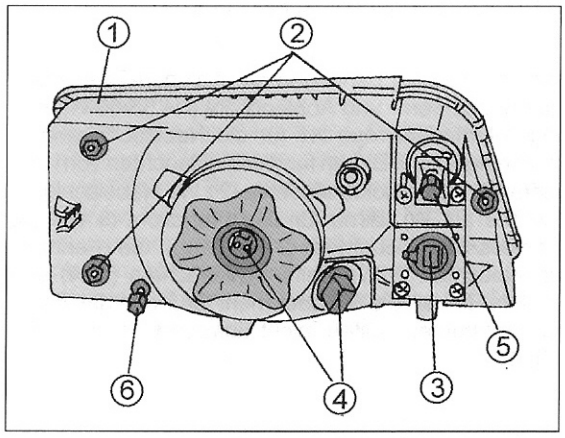

Bild 321
- Von der Rückseite des Scheinwerfers zwei Kabelstecker abziehen. Ebenfalls den Stecker der Scheinwerferleuchtweitenverstellung abziehen. Den Motor der Leuchtweitenverstellung verdrehen und danach nach hinten zu herausziehen. Der Scheinwerfer ist in Bild 321 von der Rückseite mit den genannten Teilen gezeigt.
- Die drei Befestigungsschrauben (2) des Scheinwerfers herausdrehen und den Scheinwerfereinsatz (1) herausnehmen.
- Falls Einstellungen durchgeführt werden, bedient man sich der beiden Einstellschrauben in Bild 321. Um die Scheinwerferstrahlen in der Höhe einzustellen (senkrechte Verstellung), die Schraube (5) verstellen, um die Scheinwerferstrahlen nach links oder rechts zu verstellen (Seiteneinstellung), die Schraube (6) verstellen.
Im Fahrzeug ist eine Leuchtweiten-Regulierung eingebaut. Man wird neben der in Bild 321 gezeigten Scheinwerfereinstellschraube (5) einen kleinen Empfänger (Motor) sehen. Zum Ausbau den Stecker (3) abziehen und den Empfänger um eine Achtelumdrehung in Richtung Kotflügel verdrehen, um ihn aus der Leuchteinheit freizumachen. Das Kugelgelenk aus dem Eingriff bringen und den Empfänger herausnehmen.